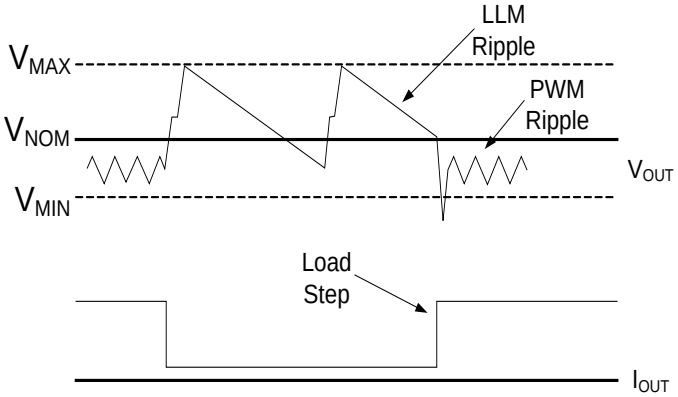

Figure 5. V_{OUT} behavior in LLM operation.
(1) Step V_{OUT} up by approximately 1.0% above the nominal operating output voltage setting, V_{NOM} and as low as -0.5% below V_{NOM}, and then
(2) Shut down unnecessary circuitry, and then
(3) Monitor V_{OUT}.
When V_{OUT} falls below V_{NOM}, the device will repeat (1), (2), and (3). The voltage step up, or pre-positioning, improves transient droop when a load transient causes a transition from LLM mode to PWM mode. If a load transient occurs, causing V_{OUT} to fall below the threshold V_{MIN}, the device will exit LLM operation and begin normal PWM operation. Figure 5 demonstrates V_{OUT} behavior during transition into and out of LLM operation.